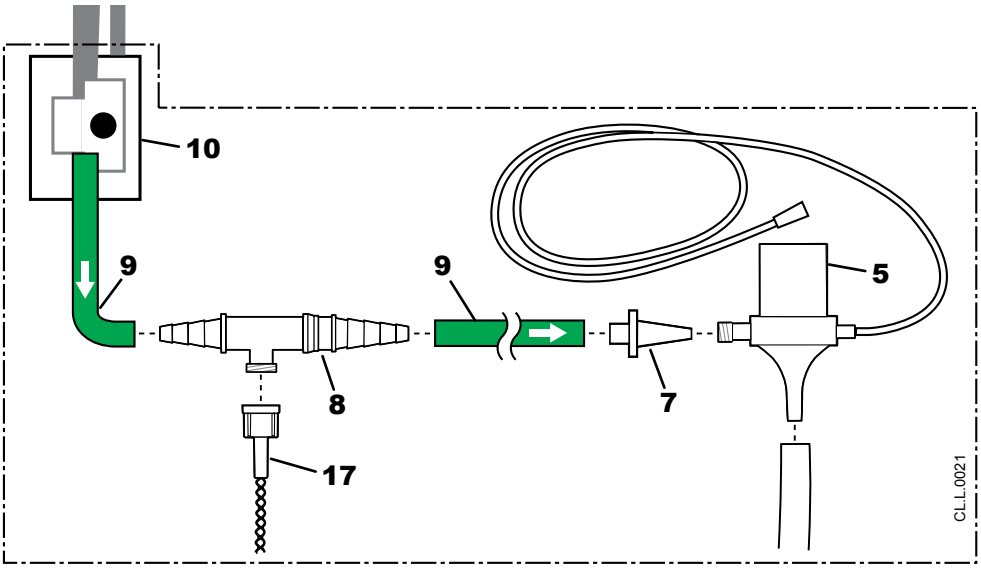

Figure C-8 Patient Gas Sample Line Connections
6. Cut the green Natvar tubing (**9**) supplied in the Life Pulse breathing circuit between the patient box (**10** in Figure C-8) and the tapered Life Port adapter (**7**) at the midpoint, about 6 inches (15.2 cm) from the Life Port Adapter (**5**).